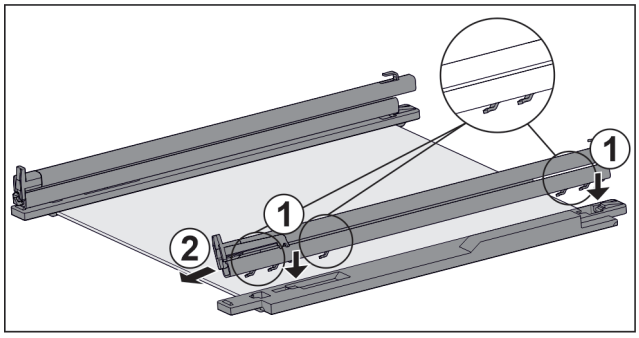

Fig. 130 Glasplatte mit Schienen und Halteteilen
▶ Haken der Schiene auf die Öffnungen des **linken** Halteteils setzen. *Fig. 130 (1)*
▶ Schiene nach vorne ziehen. *Fig. 130 (2)*
▶ Haken der Schiene auf die Öffnungen des **rechten** Halteteils setzen. *Fig. 130 (1)*